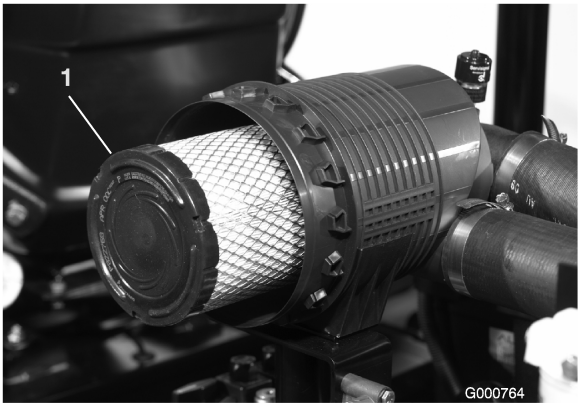

Figuur 40
3. Verwijder en vervang het voorfilter (Figuur 40).